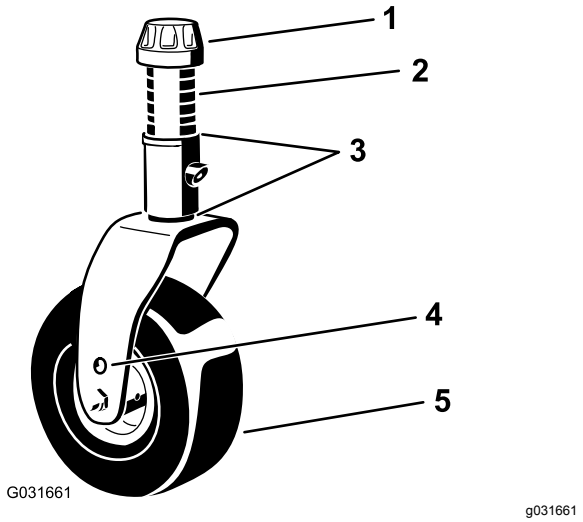
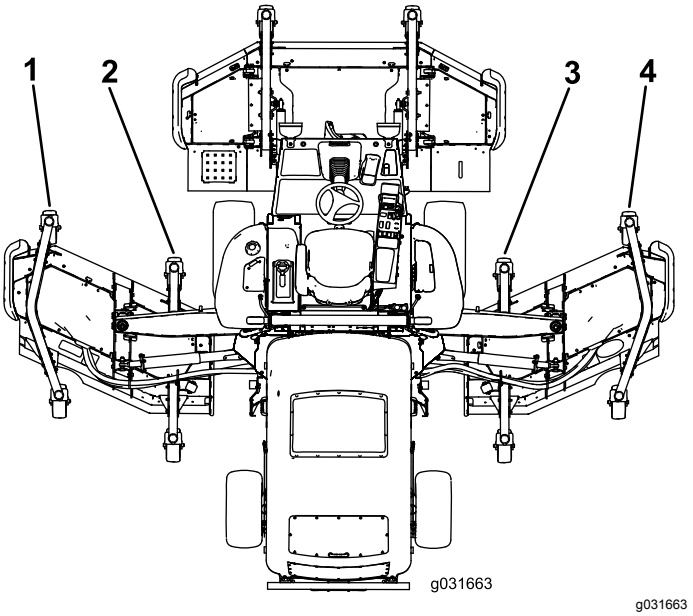

Figuur 43
Figuur 44
5. Als de binnenste rand van het zijmaaidek te hoog is ten opzichte van de buitenste rand van het voorste maaidek, moet u 1 opvulstuk verwijderen uit het onderste deel van het voorste binnenste zwenkwiel op het zijmaaidek (Figuur 43 en Figuur 44).
6. Als de binnenste rand nog steeds te hoog is, moet u nog een opvulstuk verwijderen uit het onderste deel van de voorste binnenste zwenkwielarm van het zijmaaidek en 1 opvulstuk uit de voorste buitenste zwenkwielarm van het zijmaaidek (Figuur 43 en Figuur 44).
toevoegen aan het onderste deel van de voorste binnenste zwenkwielarm op het zijmaaidek (Figuur 43 en Figuur 44).